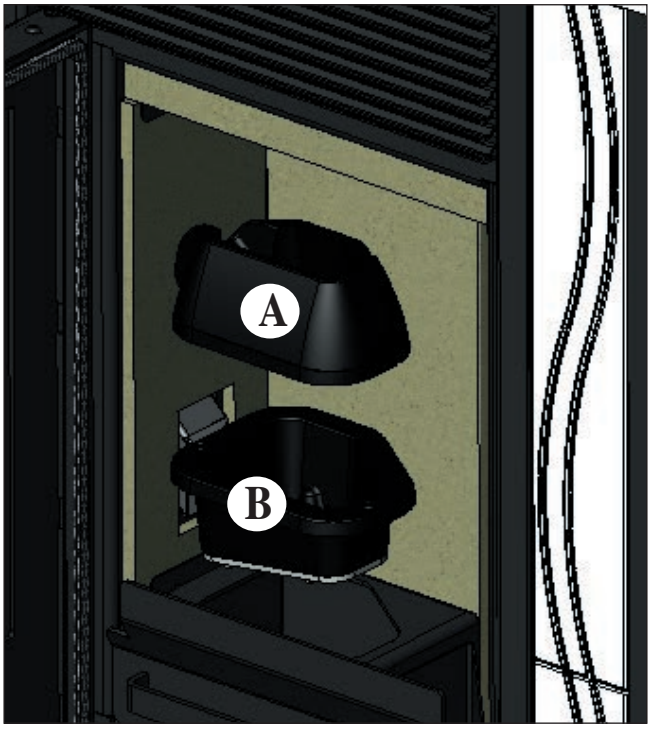

Abb. 1
Kommt es nach der normalen Reinigung zu einem FEHLERHAFTEN Zusammenbau des oberen Tiegels (A) (Abb. 1) mit dem unteren Tiegel (B) (Abb. 1) kann dies den korrekten Betrieb des Ofens beeinträchtigen.